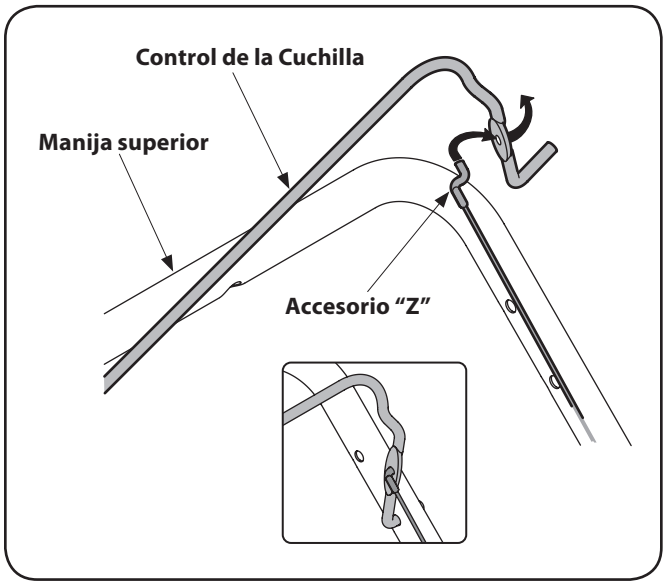

Figure 3-6
1. Para facilitar el acoplamiento del accesorio Z, quite temporariamente el lado izquierdo del control de la cuchilla como se muestra en Figure 3-6.
2. Enganche el extremo "Z" del cable de frenado en la manija, desde el interior hacia el exterior. Vea Figure 3-6.